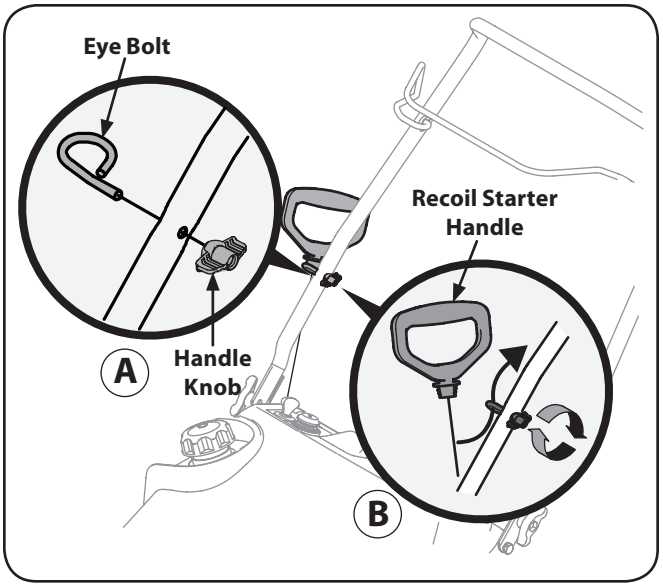

Figure 3-7
2. Place the eye bolt and handle knob on the upper handle as shown in Fig. 3-7. Do not fully tighten the hardware until instructed to do so.
4. Slip the recoil starter rope into the eye bolt from the back of the snow thrower. See Fig. 3-7.